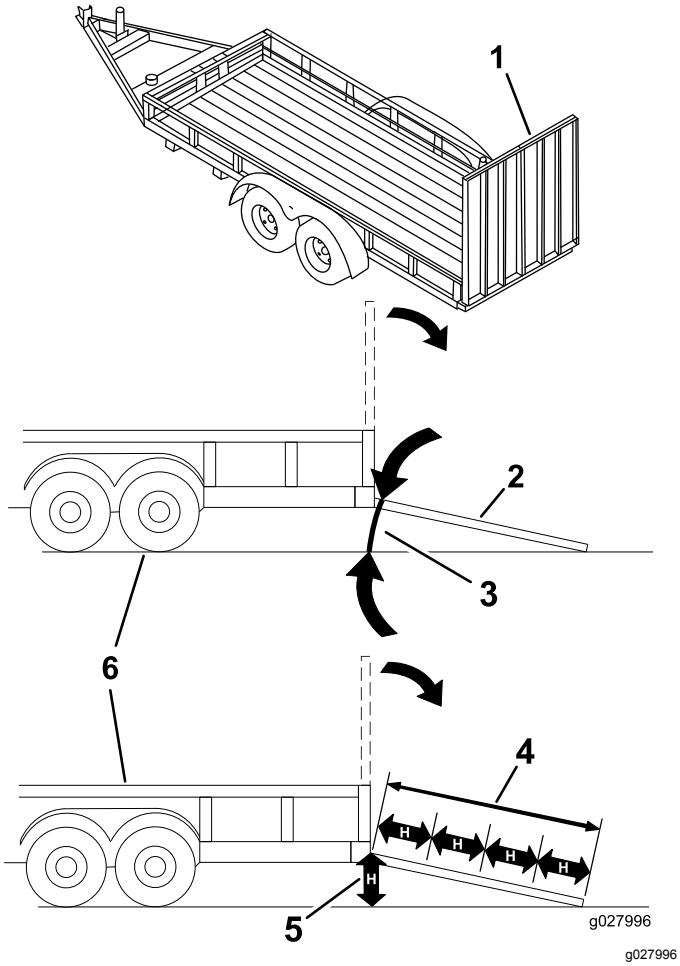

**Rysunek 34**
**Ładowanie maszyny na przyczepę lub ciężarówkę zwiększa prawdopodobieństwo przewrócenia maszyny, co może prowadzić do poważnych obrażeń lub śmierci (Rysunek 34).**
3. Obniż pochylnię i upewnij się, że kąt pochylni względem podłoża nie przekracza 15 stopni (Rysunek 34).